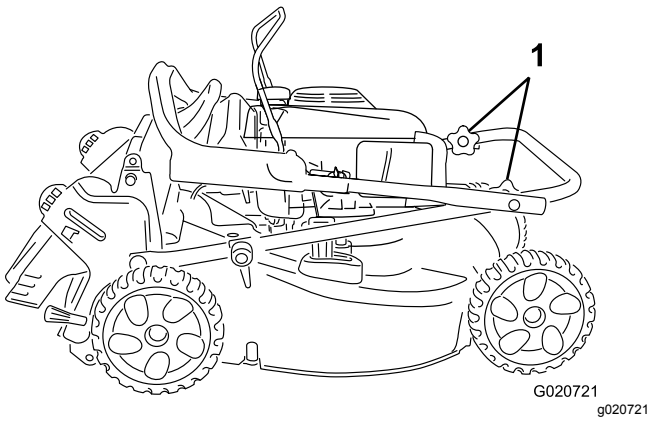

Rysunek 4
1. Poluzuj pokrętła uchwytu (Rysunek 4).